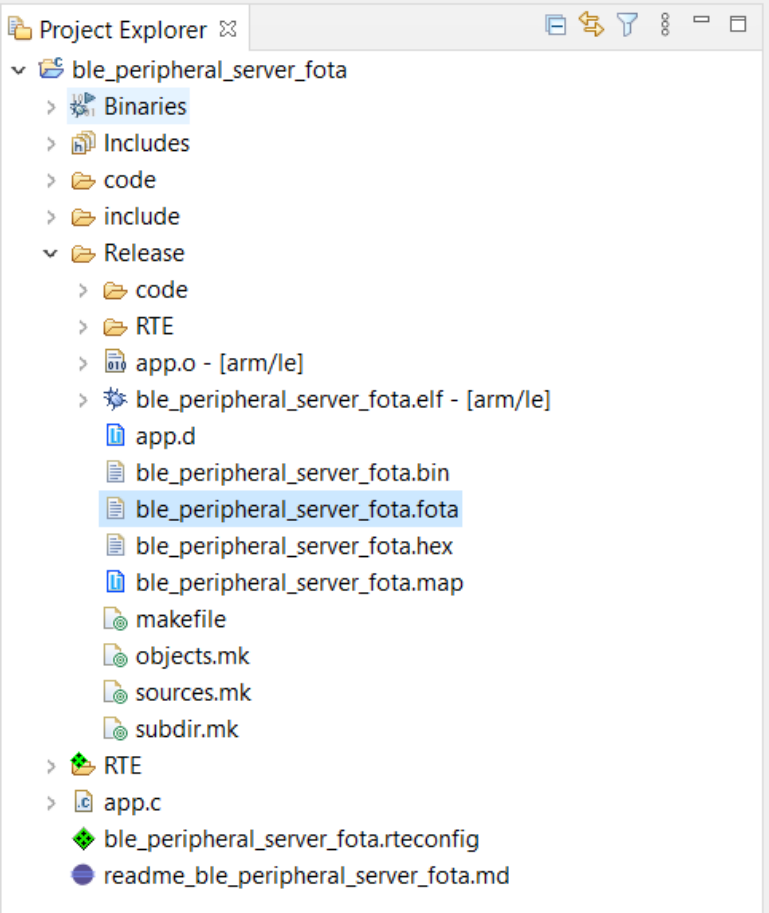

Figure 7. .fota Image in Release Folder
4. Build the *ble_peripheral_server_fota* project. After a successful build, the *ble_peripheral_server_fota.fota* image is generated under the *Release* folder, as seen in the ".fota Image in Release Folder" figure (Figure 7):